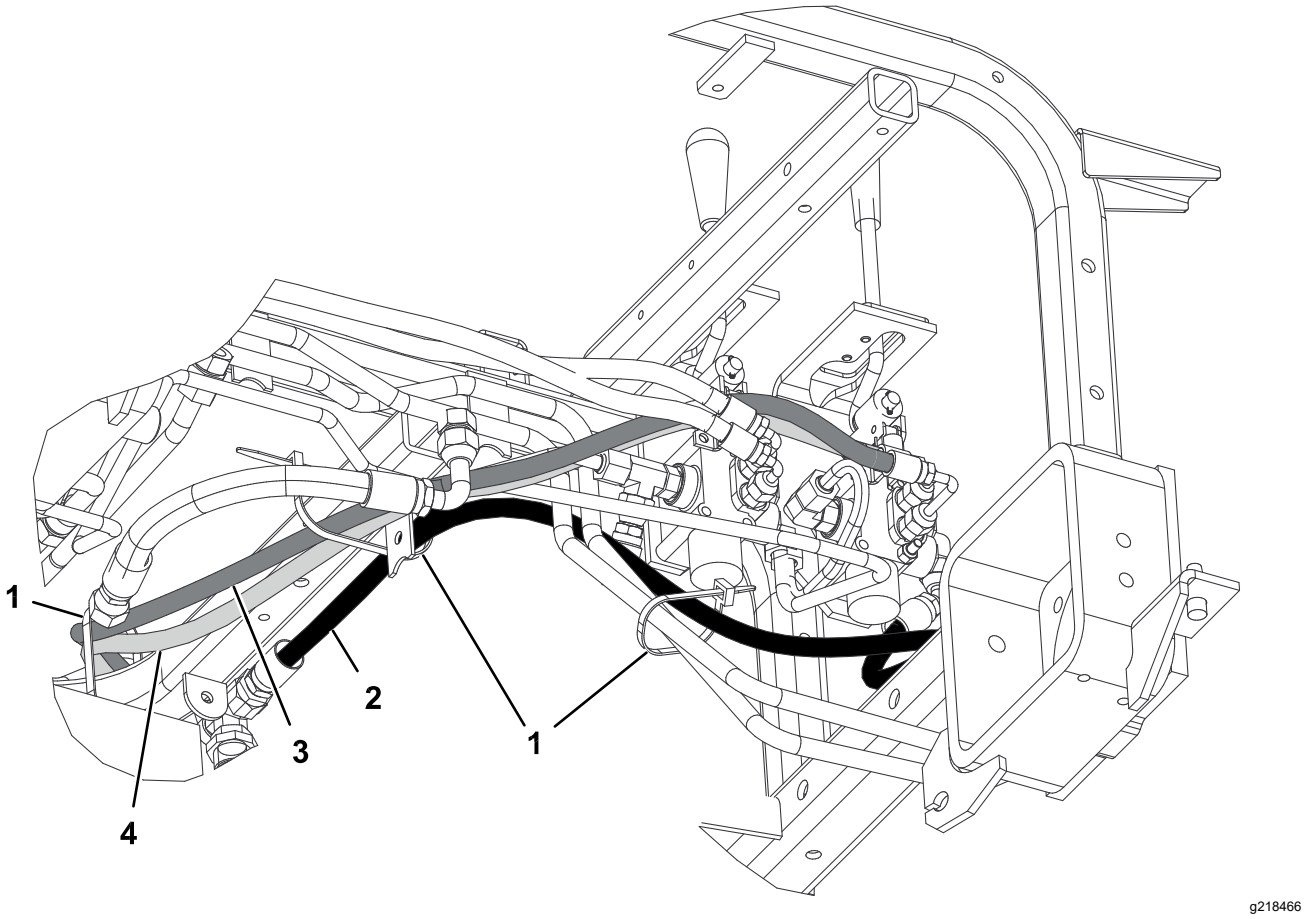

Figura 23
2. Conecte el acoplamiento en T con el extremo de 45° de la manguera hidráulica (Pieza N.º 108-8449) al lado abierto del acoplamiento en T del lado derecho de la válvula, y conecte el extremo recto de la manguera al acoplamiento libre del enfriador de aceite (Figura 22). Consulte la Figura 23 y la Figura 24 para ver el enrutado de la manguera.
4. Conecte el extremo corto de la manguera hidráulica con acoplamiento de 90° (Pieza N° 108-8453) al acoplamiento recto superior de la parte trasera de la válvula. Pase la manguera por el portamangueras de alambre y conecte el extremo recto de la manguera al acoplamiento superior del cilindro hidráulico (Figura 22). Consulte la Figura 23 y la Figura 24 para ver el enrutado de la manguera.
5. Conecte el extremo largo de la manguera hidráulica con acoplamiento de 90° (Pieza N° 108-8454) al acoplamiento recto inferior de la parte trasera de la válvula. Pase la manguera por el portamangueras de alambre y conecte el extremo recto de la manguera al acoplamiento inferior del cilindro hidráulico (Figura 22). Consulte la Figura 23 y la Figura 24 para ver el enrutado de la manguera.
8. Usando bridas, sujete las mangueras a la máquina en los puntos indicados en la Figura 23 y la Figura 24.